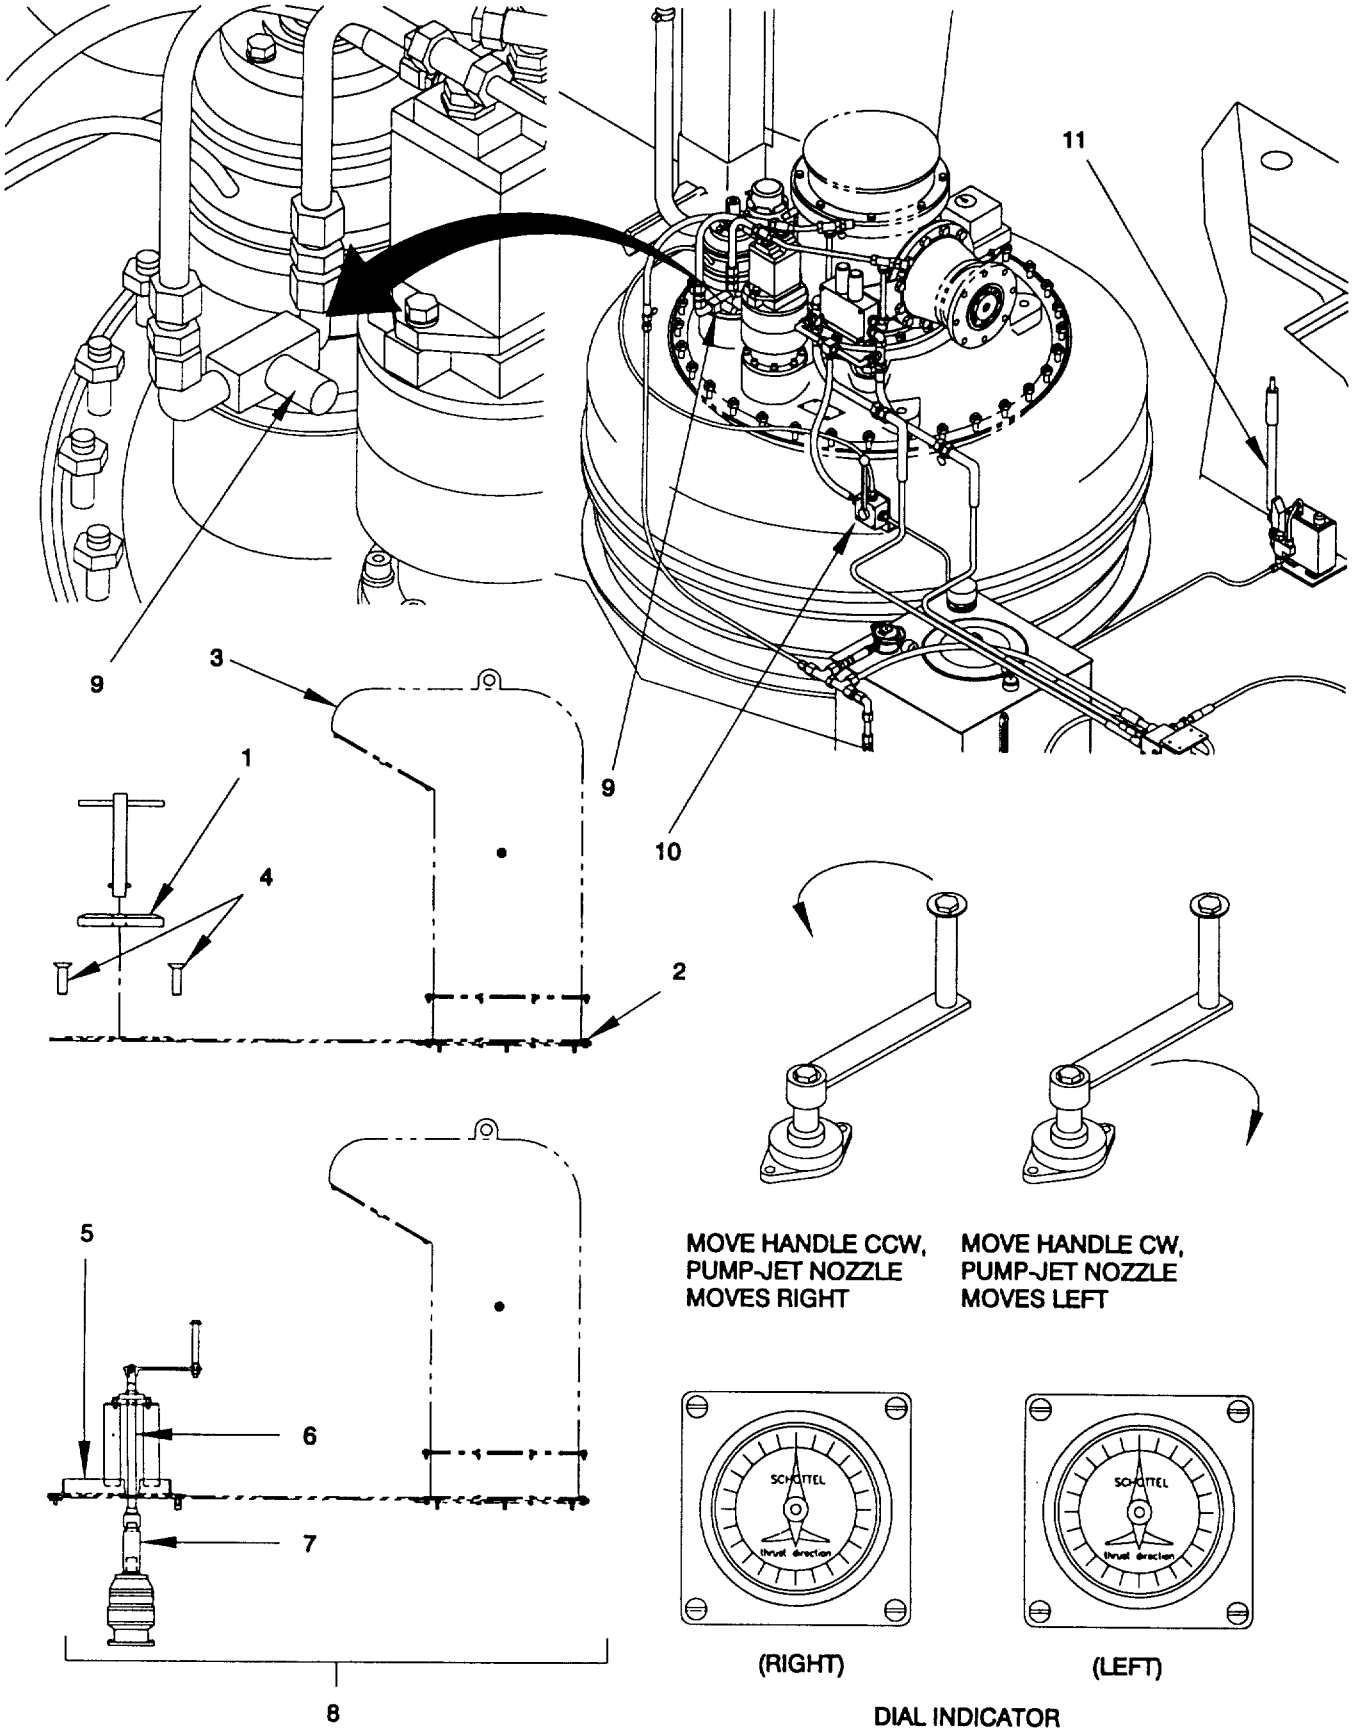

Figure 2-56. Emergency Steering Installation and Procedures.
2-15.3 Emergency Steering. The following procedures, in conjunction with Figure 2-56, describe proper installation procedures for the Emergency Steering System. Once installed, turn crank handle clockwise (CW) to steer to the left and counterclockwise (CCW) to steer right. Operator in cab will observe dial indicator as needle points in direction of thrust.
b. Remove emergency steering hatch cover (1) on propulsion module Pump-Jet/Thruster hatch (2) located aft of the exhaust plenum (3).
c. Remove three flat head screws (4) from the from Pump-Jet/Thruster hatch (2).
d. Set support (5) on Pump-Jet/Thruster hatch (2) and reinstall three flat head screws (4) through the slotted holes in the support (5). Do not tighten.
e. Install drive shaft (6) on hydraulic steering motor (7) shaft. The shaft has a 1.81 12 point socket which fits over the 1-1 /2 square head located on the top of the steering motor. Note direction in which PumpJet/Thruster (8) is pointing and line up the keyway in the drive shaft (6) to point in the same direction.